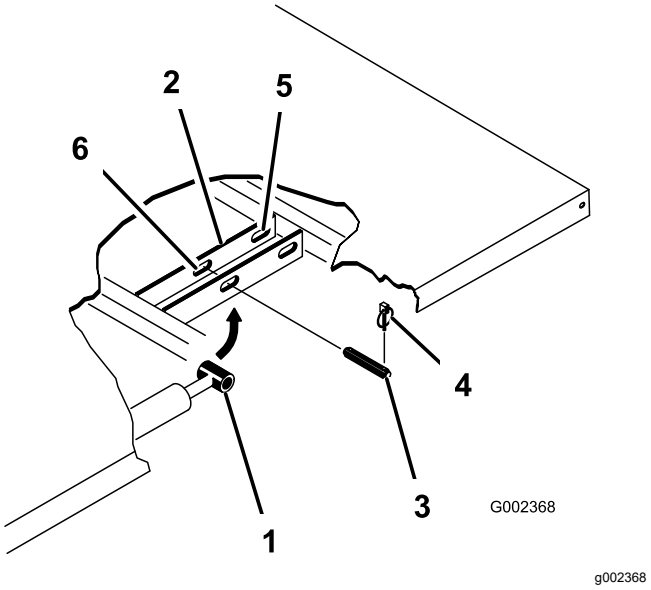

Bild 23
3. Nehmen Sie die Klappstecker von den äußeren Enden der Lastösenbolzen der Zylinderstange (Bild 23) ab.
4. Nehmen Sie die Lastösenbolzen ab, mit denen die Enden der Zylinderstange an den Befestigungsplatten der Ladepritsche befestigt sind. Drücken Sie die Bolzen hierfür nach innen (Bild 23).
5. Nehmen Sie die Klappstecker und die Lastösenbolzen ab, mit denen die Schwenkhalterungen an den Rahmenkanälen befestigt sind (Bild 23).